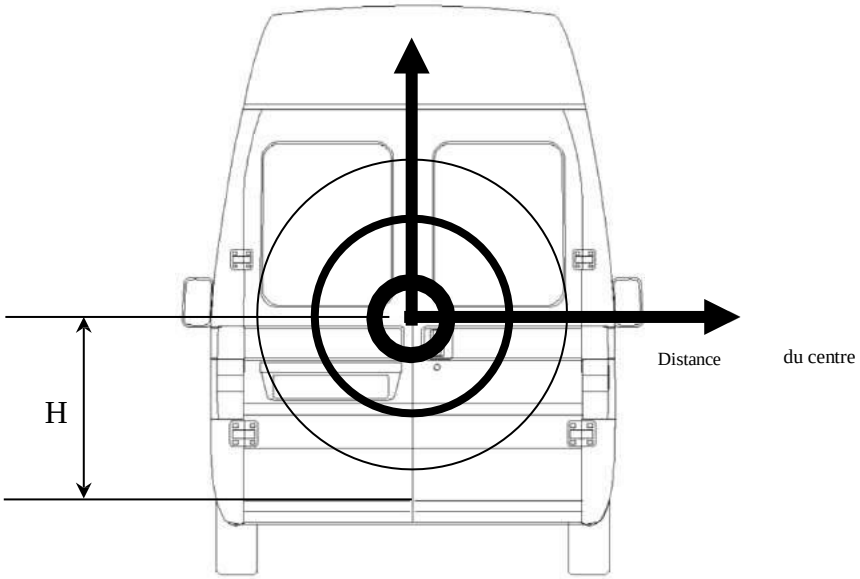

Fig.4
- **Le positionnement du blindage par rapport au bord inférieur de la porte "H" doit être tel qu'il maximise l'efficacité, donc le plus près possible du centre de la porte (voir fig. 4) ; idéalement, la distance entre le bord inférieur de la porte et la serrure (H) est égale à la distance entre la serrure et le bord supérieur.**